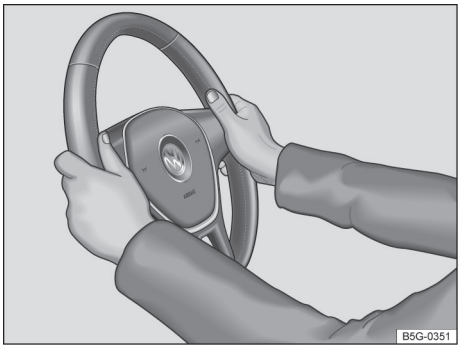

Fig. 60 No volante: posição 9 e 3 horas.
– Ajustar a posição do volante de forma que possa segurá-lo lateralmente pela borda externa *nas posições de 9h e 3h* → Fig. 60 com ambas as mãos e os braços ligeiramente dobrados.
- Empurrar a alavanca (1) sempre pelo manípulo com firmeza para cima após o ajuste, para travar a posição do volante.
- Durante a condução, sempre segurar o volante com ambas as mãos lateralmente na borda externa *nas posições de 9h e 3h* → Fig. 60, para reduzir ferimentos causados por um acionamento do airbag frontal do condutor.